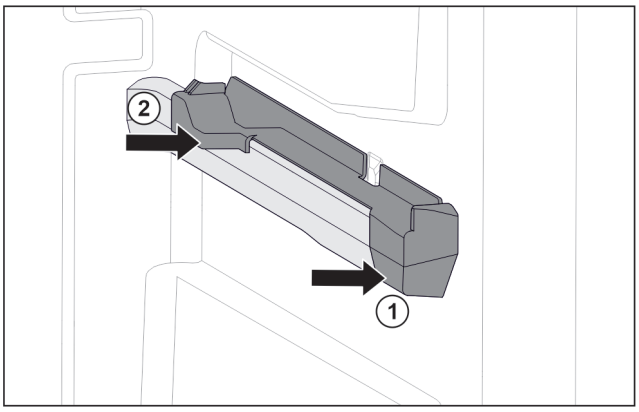

Fig. 196 Felhúzható elem a jobb oldali tartóbordán
▶ A felhúzható elemet elöl tegye fel a tartóbordára. *Fig. 196 (1)*
▶ Hátul nyomja meg a felhúzható elemet. *Fig. 196 (2)*